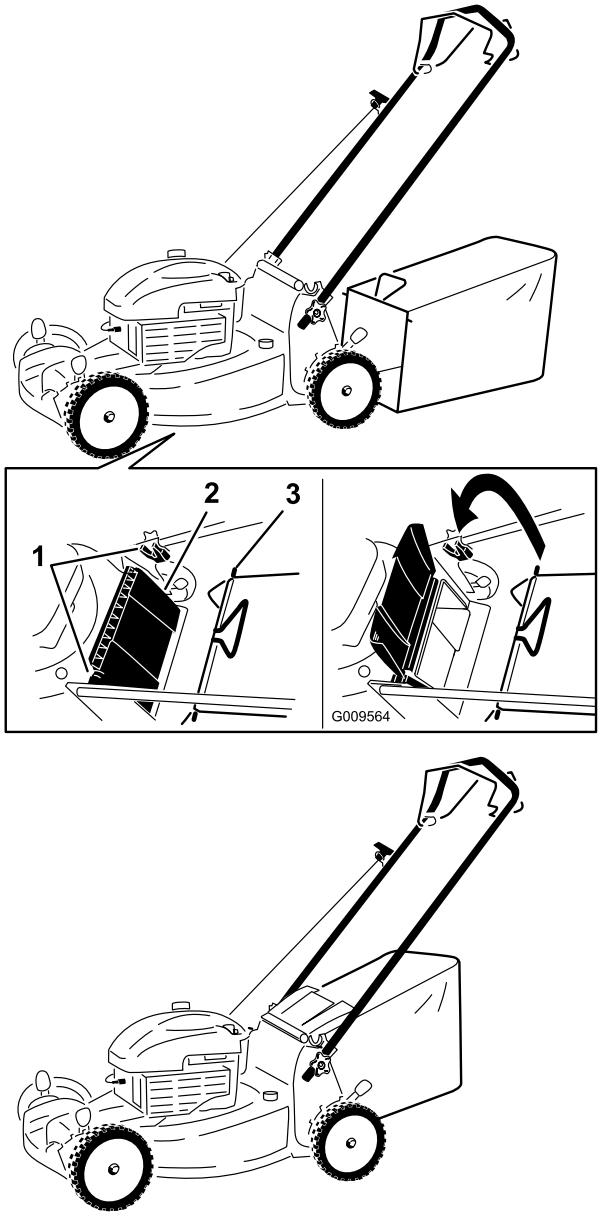

Figur 18
1. Höj och håll upp den bakre gräsriktaren (Figur 18).
2. Montera gräsuppsamlaren och kontrollera att piggarna på uppsamlaren vilar i skårorna på handtaget (Figur 18).